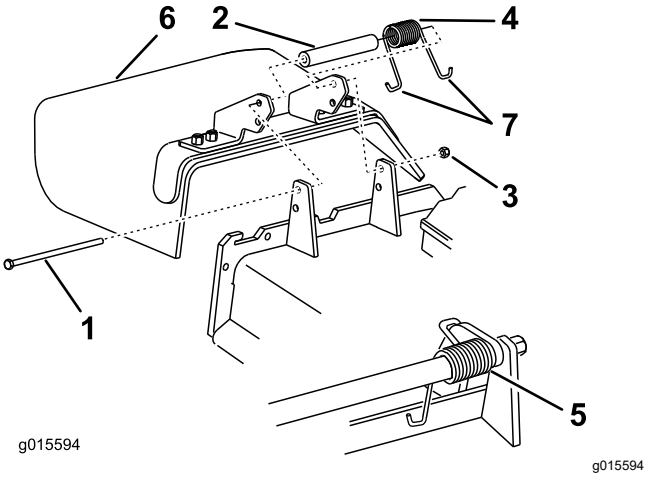

Figure 97
1. Remove the locknut, bolt, spring, and spacer holding the deflector to the pivot brackets (Figure 97).
Note: Make sure that 1 **J**-hook end of spring is installed behind deck edge before installing the bolt as shown in Figure 97.
6. Place 1 **J**-hook end of the spring around the grass deflector (Figure 97).